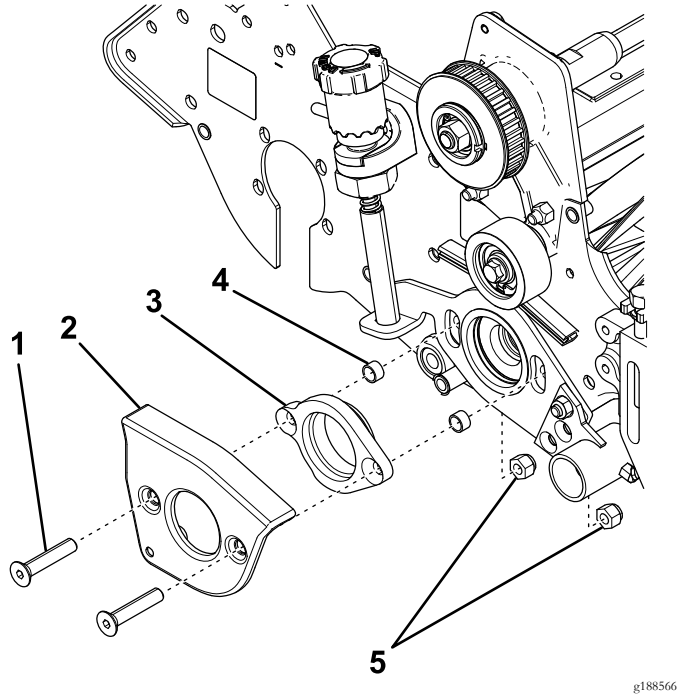

Figur 10
4. Fjern de fladhovedede skruer, låsemøtrikkerne, trimmerarmdækslet og lejeadapteren fra sidepladen (Figur 10).
5. Afmonter og kasser afstandsbøsningerne (Figur 10).